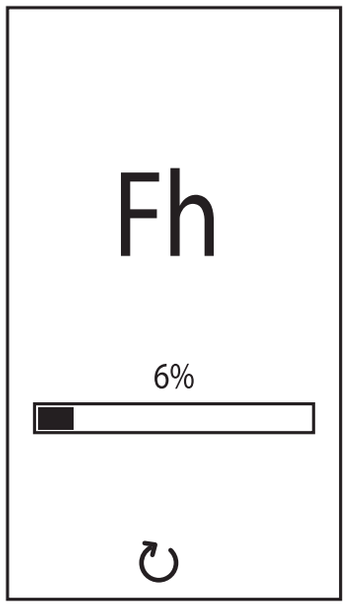

Рис. 9. Выпуск воздуха с выключенным вентилятором
- В течение последующих 280 секунд будет проводиться цикл стравливания воздуха при неработающем вентиляторе (рис. 9).